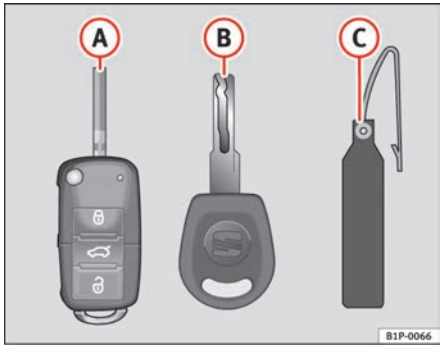

Fig. 62 Set of keys
- one remote control key ⇒ fig. 62 (A) with folding key bit,
- a key without remote control (B),
- one plastic key tab (C) with the key number.
Duplicate keys are only issued with the key number on the key tab ⇒ fig. 62 (B). Therefore: